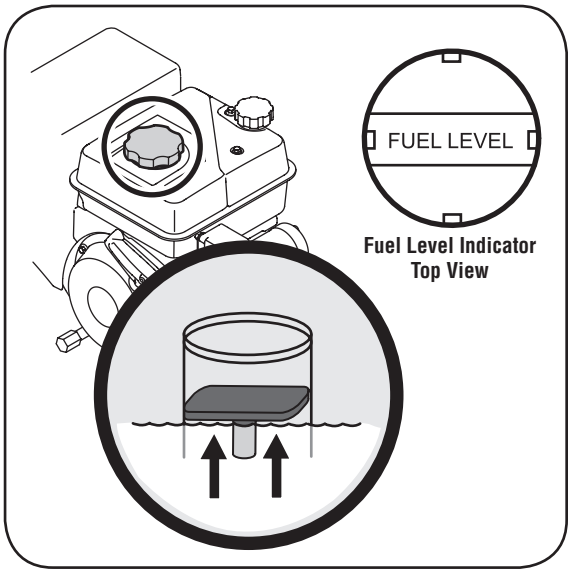

Figure 2-4: The fuel level indicator
2. A fuel level indicator is located in the fuel tank. Fill tank until fuel reaches the fuel level indictor, Figure 2-4. Be careful not to overfill.
1. Insert ignition key fully into slot, Figure 2-4. Make sure it snaps into place. DO NOT turn ignition key. The engine cannot start unless the key is inserted into ignition switch.